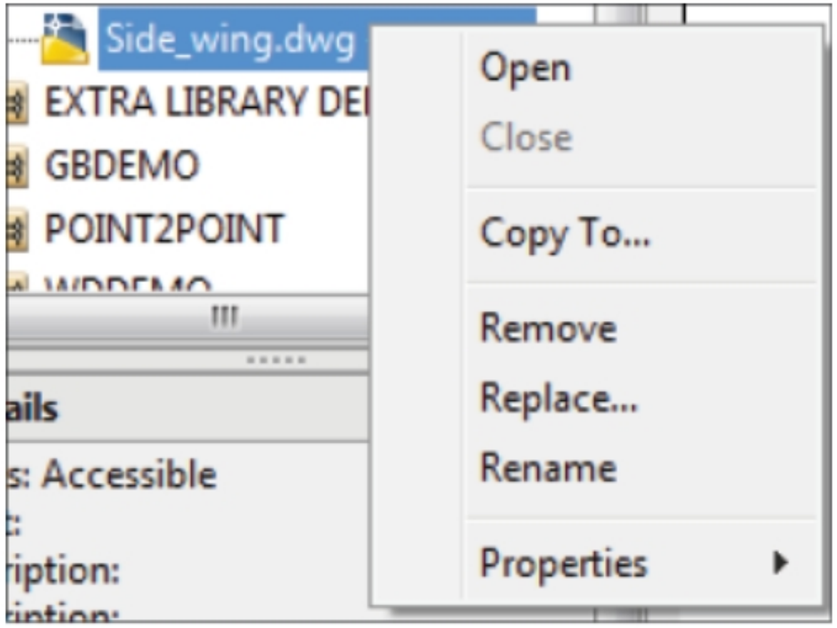

Figure-41. Shortcut menu for drawing
- Select the drawing from the **Project Manager** that you want to remove, replace, or rename. Right-click on it, a shortcut menu will be displayed; refer to Figure-41.